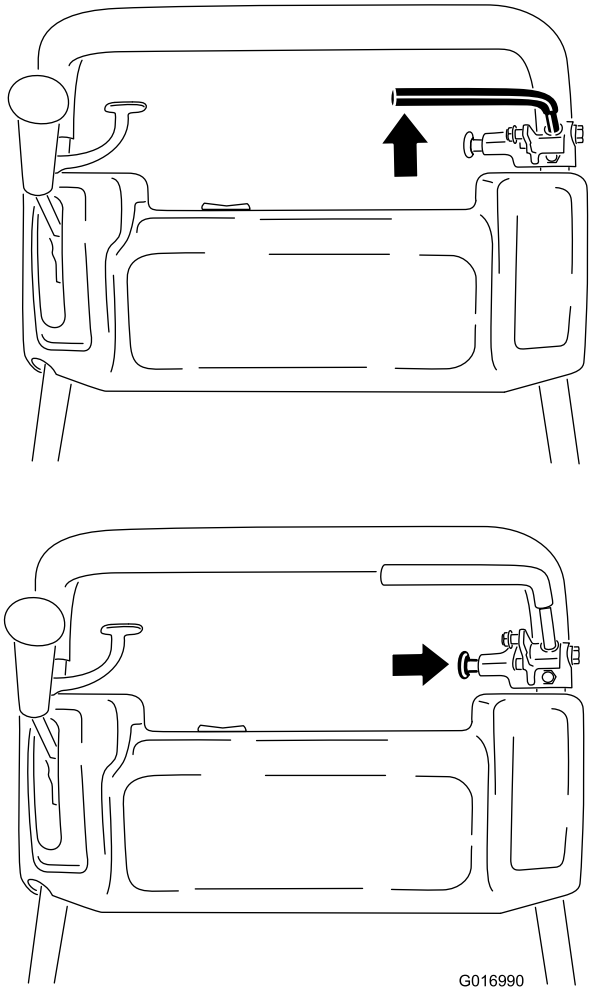

Figur 30
1. Indkobl driftsbremsen, og tryk på parkeringsbremseknappen, så driftsbremsen kan hvile på parkeringsbremsestiften (Figur 30).